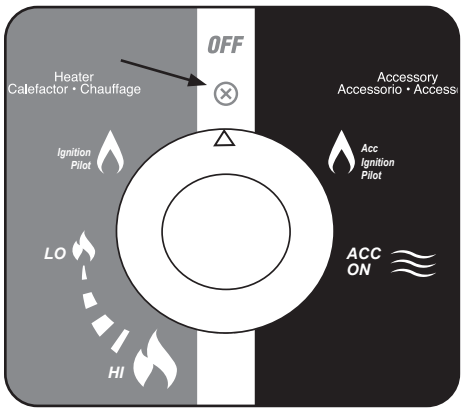

Figura 1
1. Asegúrese de que la perilla de control del calefactor esté en la posición "OFF". Vea la Figura 1.
1. Asegúrese de que la perilla de control esté en la posición "OFF". Vea la figura 1 en la página anterior.
1. Asegúrese de que la perilla de control del calefactor esté en la posición "OFF". Vea la figura 1 en la página anterior.